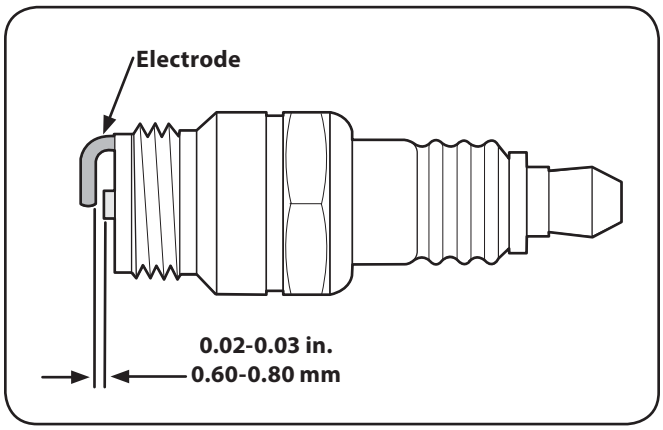

Figure 6-3
6. Mesurez l'écartement de la bougie avec une jauge d'écartement. Ajustez au besoin en pliant l'électrode de côté. Voir la Figure 6-3. L'écartement doit mesurer entre .02-.03 in. (0.60-0.80 mm).